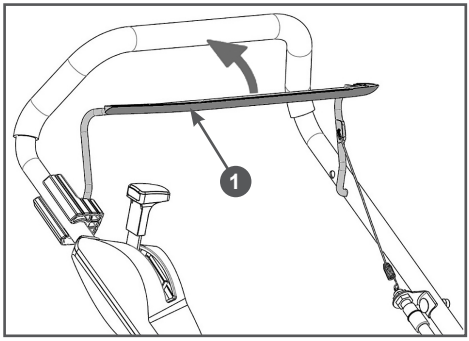

Рис. 18 Рычаг дополнительного выключателя зажигания
5. Левой рукой прижмите рычаг 1 дополнительного выключателя зажигания к рукоятке и удерживайте его (Рис. 18).
При возникновении аварийной ситуации, для экстренной остановки двигателя устройства отпустите рычаг дополнительного выключателя зажигания двигателя (Рис. 18).
4. Отпустите рычаг дополнительного выключателя зажигания двигателя (Рис. 18).